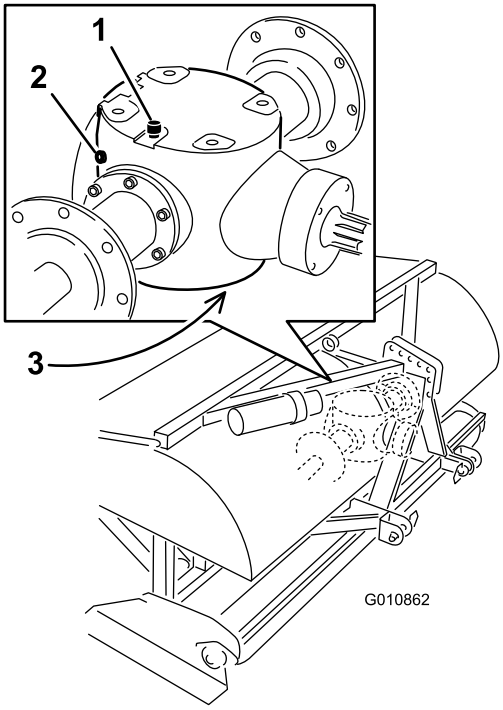

Figur 41
2. Ta bort kontrollpluggen från växellådan (Figur 41).
3. Kontrollera att oljan når upp till den nedre delen av kontrollpluggshålet i växellådan (Figur 41).
1. Ta bort skräp från luftnings-/påfyllningspluggen och tappa ur pluggen för att undvika kontamination (Figur 41).